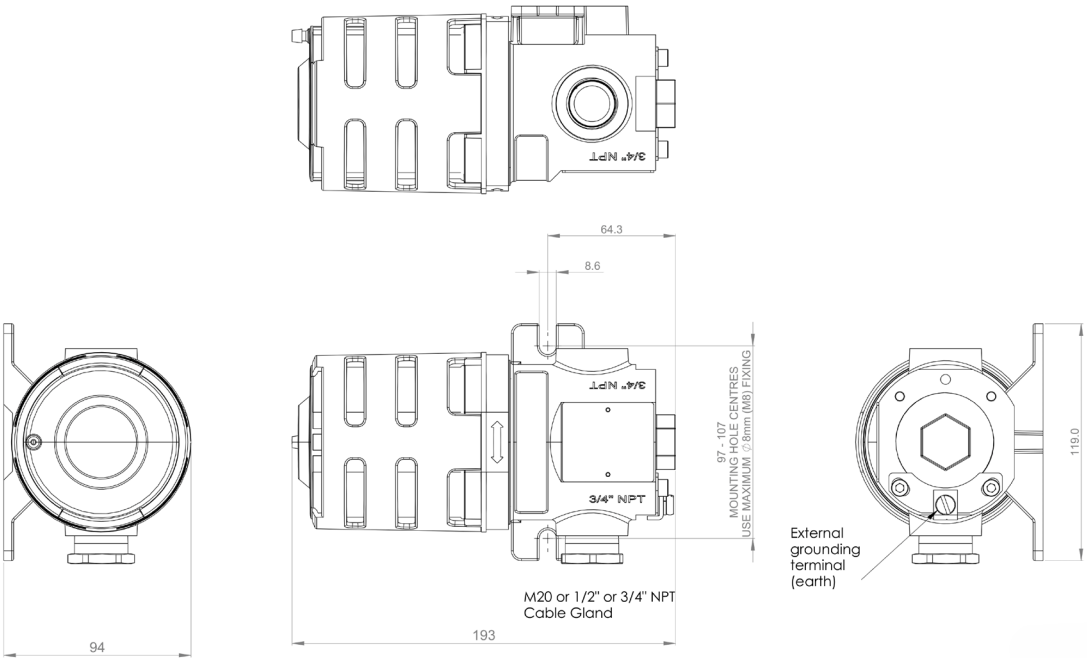

Afbeelding 1: IR Plus: weergave met afmetingen, alle afmetingen in millimeters
N.B. IR Plus moet worden geïnstalleerd op de aangewezen locatie met de sensorbehuizing horizontaal +/- 15° (richting getoond op afbeelding 1). Hierdoor zal water of stof zich niet ophopen op de optische onderdelen.
Met de IR Plus gericht zoals is getoond op afbeelding 1 (een M20-kabelingang bovenaan), moet de kabel met drie kernen als volgt worden aangesloten met behulp van de verwijderbare connector: